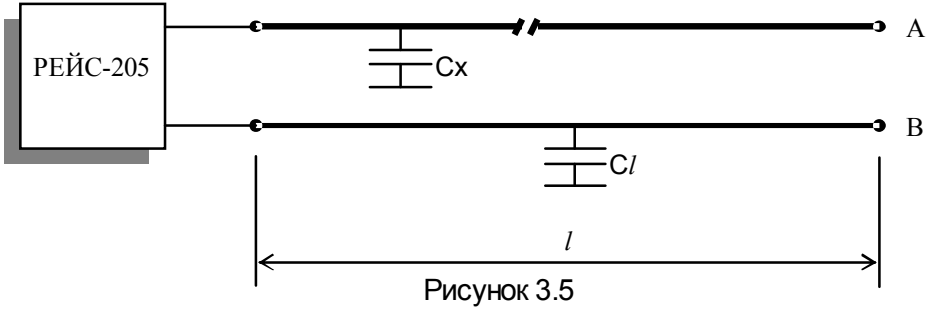

Рисунок 3.5
1. Определение расстояния до места обрыва жилы измерением емкости поврежденной и исправной жил (рисунок 3.5).